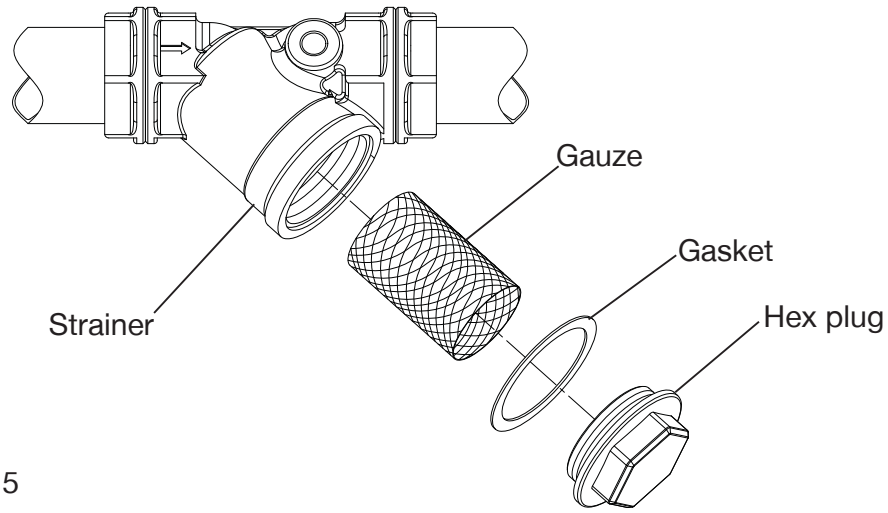

Fig. 15
The strainer is located in the inlet pipework to the pump (Fig. 15). The gauze filter is removed as follows:-
d) Remove screwed hexagonal plug from strainer body taking care to collect or absorb any residual water (Fig. 15).